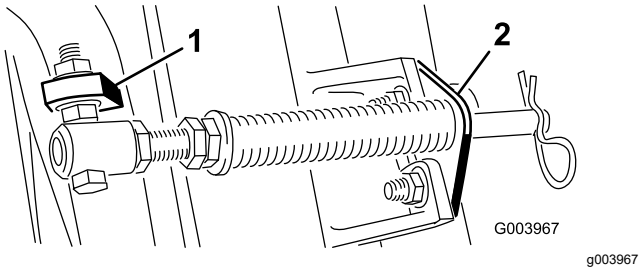

Figur 5
D. Montera stångbeslaget på klippenhetens flikar med hjälp av vagnsbultarna och muttrarna (Figur 5).